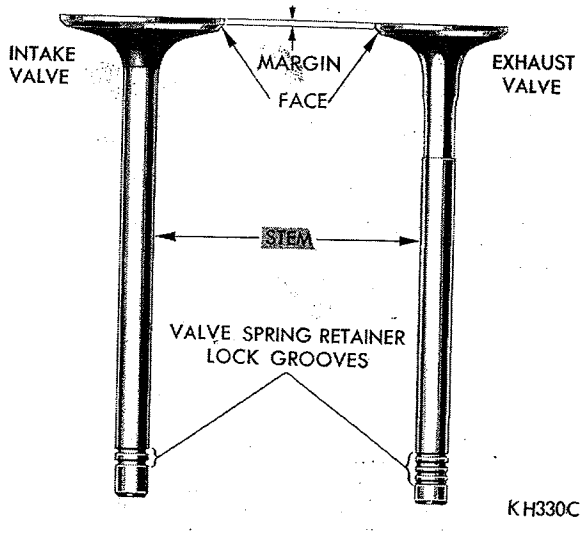

*Fig. 20—Intake and Exhaust Valves*
(2) Inspect the remaining margin after the valves are refaced (Fig. 20). Valves with less than 3/64 inch margin should be discarded.
(3) When refacing valve seats, it is important that the correct size valve guide pilot be used for reseating stones. A true and complete surface must be obtained.
(4) Measure the concentricity of valve seat using dial indicator No. 13725. Total runout should not exceed .002 inch (total indicator reading).
(5) Check the valve seat with Prussian blue to determine where the valve contacts the seat. To do this, coat valve seat lightly with Prussian blue then set valve in place. Rotate the valve with light pressure. If the blue is transferred to the center of valve face, contact is satisfactory. If the blue is transferred to top edge of valve face, lower valve seat with a 30° stone. If the blue is transferred to bottom edge of valve face raise valve seat with a 60° stone.
(6) When seat is properly positioned the width of intake seats should be 1/16 to 3/32 inch. The width of the exhaust seats should be 3/64 to 1/16 inch.